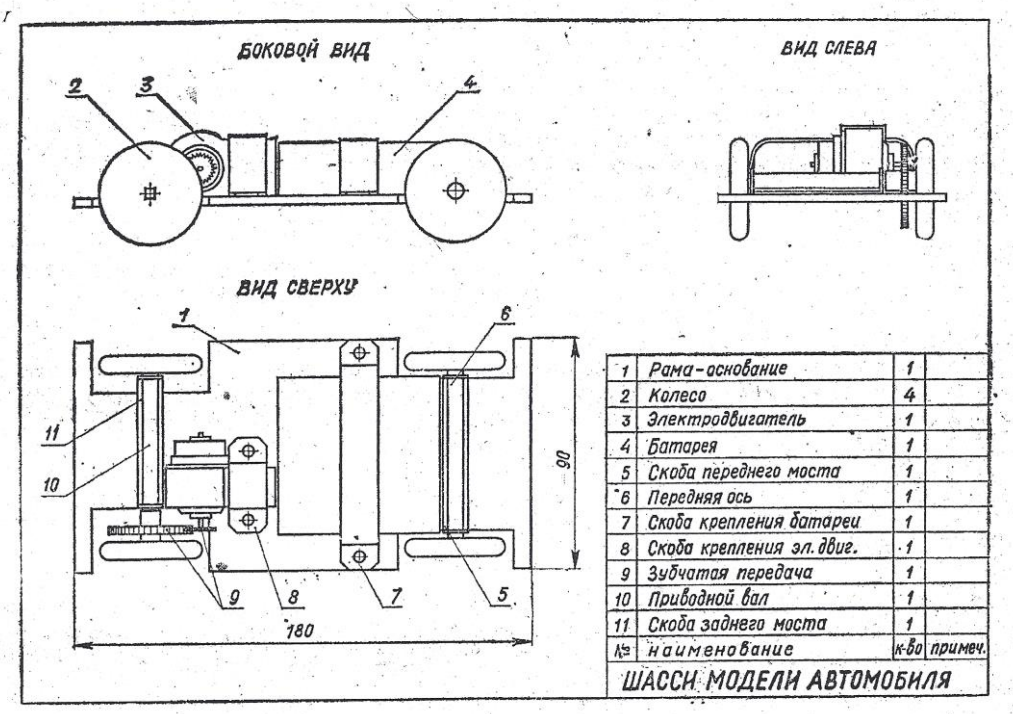

Рис.1
Перед початком виконання збірки уважно ознайомитися зі складальним кресленням шасі моделі автомобіля (рис. 1).
1. Встановити електродвигун на рамі-основи згідно складального креслення (рис. 1).